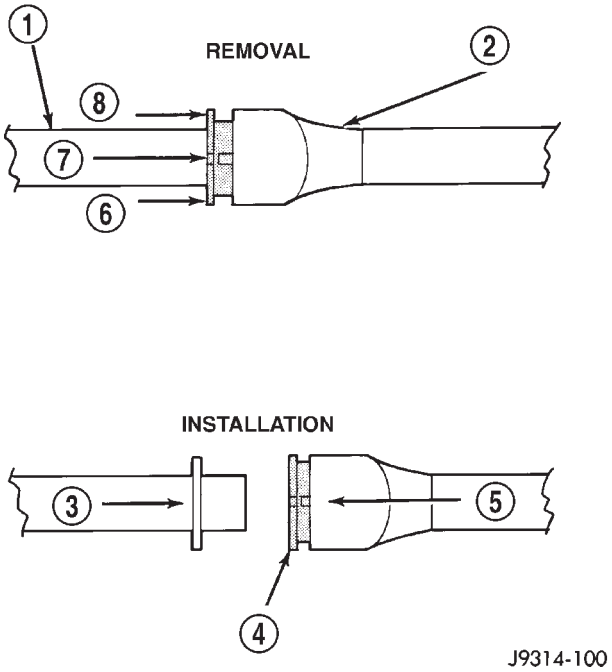

Fig. 49 PLASTIC RETAINER RING TYPE FITTING
(7) **Plastic Retainer Ring Type Fitting:** This type of fitting can be identified by the use of a full-round plastic retainer ring (Fig. 49) usually black in color.
(a) To release fuel system component from quick-connect fitting, firmly push fitting towards component being serviced while firmly pushing plastic retainer ring into fitting (Fig. 49). With plastic ring depressed, pull fitting from component. **The plastic retainer ring must be pressed squarely into fitting body. If this retainer is cocked during removal, it may be difficult to disconnect fitting. Use an open-end wrench on shoulder of plastic retainer ring to aid in disconnection.**